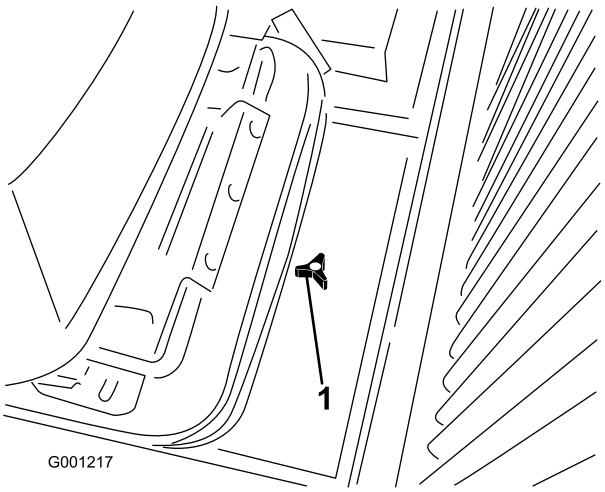

Figur 32
1. Lossa ratten och ta bort åtkomstpanelen baktill på sätets fästplatta (Figur 32).